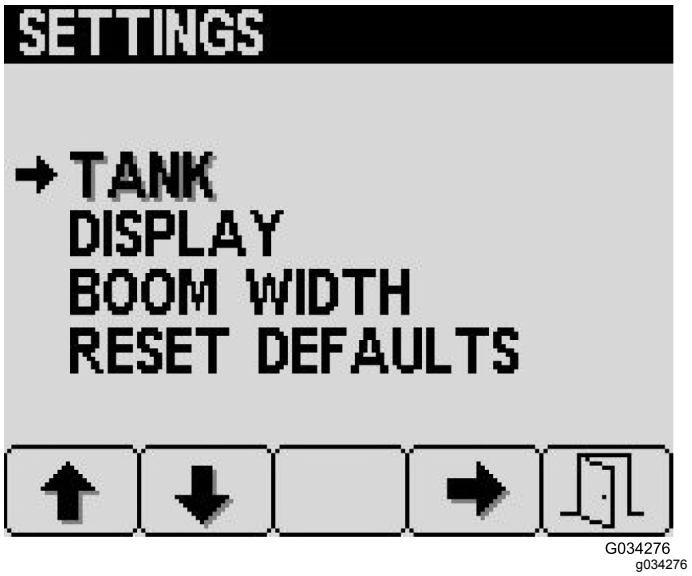

Figuur 25
1. Druk in het scherm Instellingen op knop 2 om de optie Tank te selecteren en druk op knop 4 (Tank) (Figuur 25).